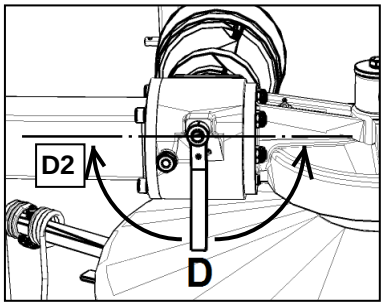

fig.2E
5. **Fig.2E** - Controllare che la leva dell'invertitore sia ruotata nella posizione **D1** (fig.2E)**.**
5. **Fig.2E** - Verify that the lever of the reversing gear is rotated in the position **D1**.